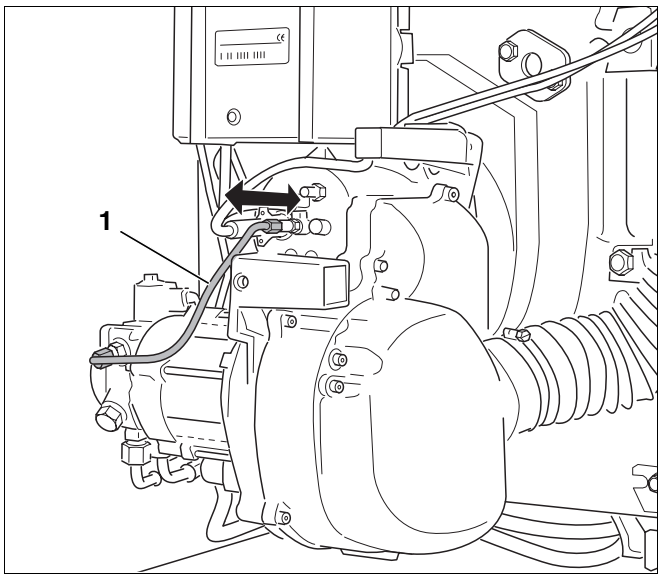

Afb. 41 Controleren of het mengsysteem correct zit
- Trek de toevoerleiding voor olie (afb. 41, **pos. 1**) er ca. 5 mm uit.